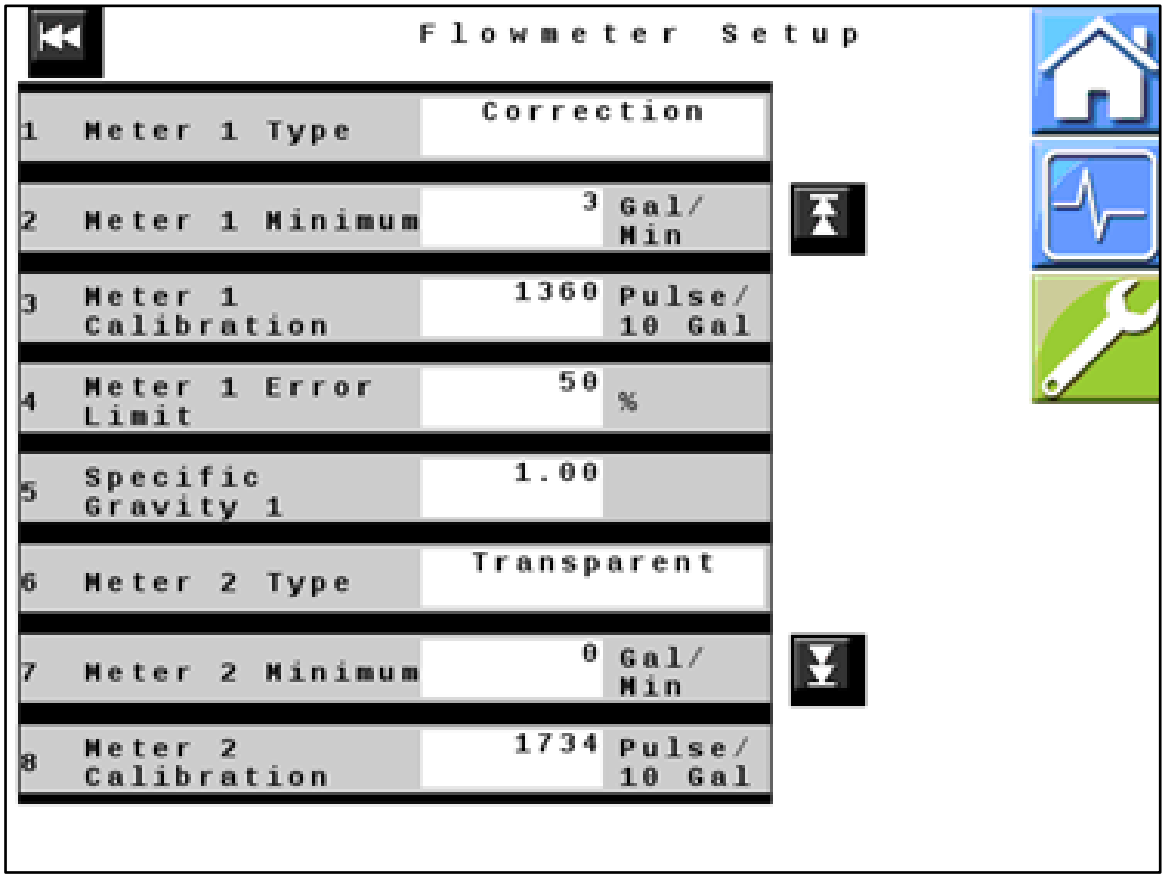

Figure 20 — Flowmeter Setup Page 1
37. *Figure 20:* The information in the fields on this screen is machine specific, verify that it is correct for your machine, and change any settings if necessary.